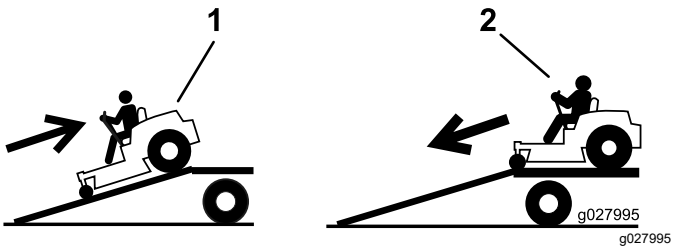

Figuur 33
4. Rij de machine achteruit op de oprijplaat (Figuur 33).
2. Rij de machine vooruit de oprijplaat af (Figuur 33).